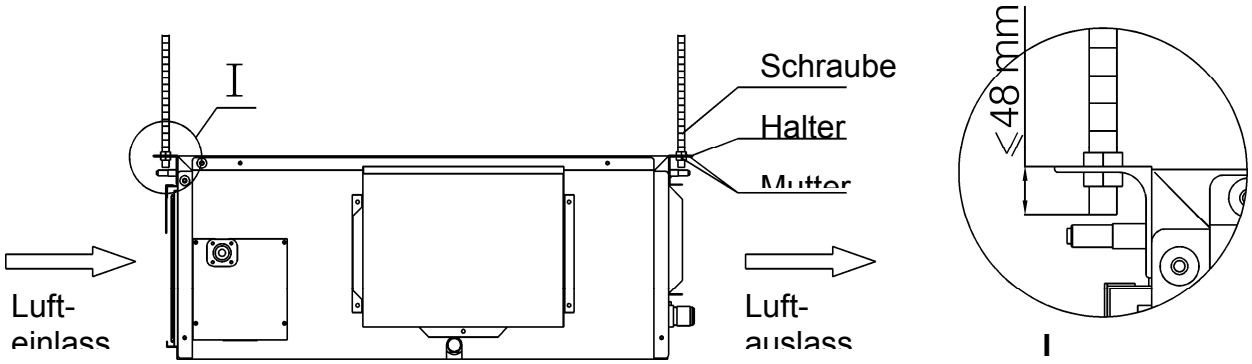

Abb. 34
(3) Bauen Sie das Innengerät auf die Decke nach Abb. 34 ein.
2. Mittels eines Momentschlüssels ziehen Sie die Überwurfmutter nach, solange der Schlüssel nicht beginnt zu rutschen (Abb. 34).